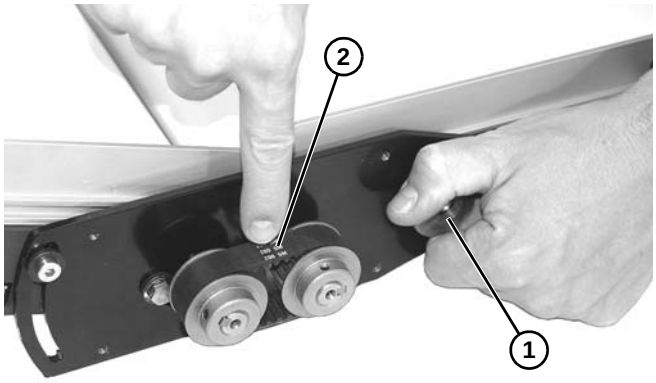

Figure 81
8. Tourner le bouton de la came **(Figure 81, élément 1)** afin d'obtenir une déflexion au centre de la bande **(Figure 81, élément 2)** avec une force d'environ 1 360 à 2 268.